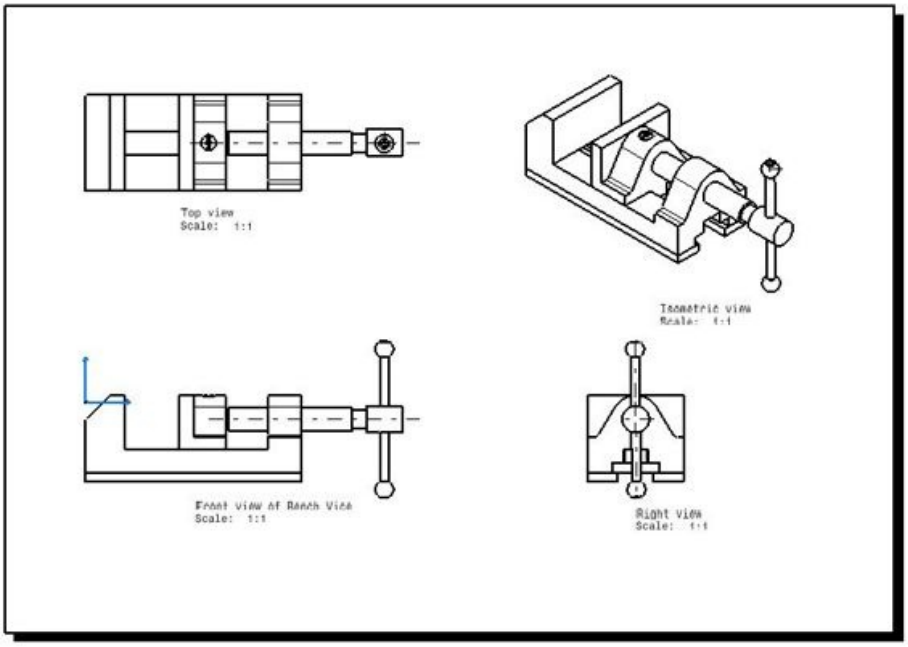

Figure 13-60 *Final drawing sheet after generating all drawing views*
g. Generate the isometric view, refer to Figure 13-60.
The final drawing sheet after generating all drawing views is shown in Figure 13-60.